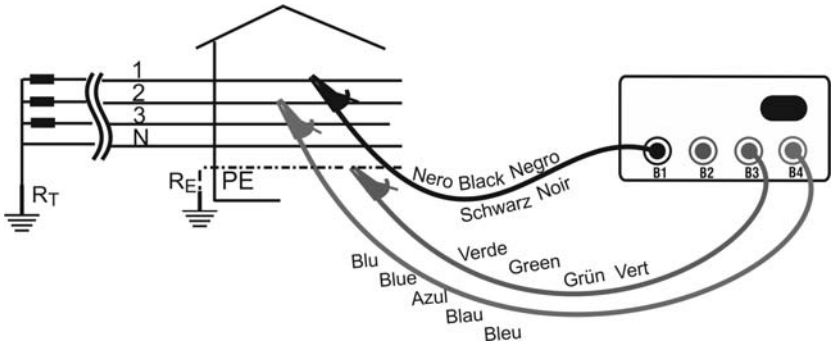

Fig. 9: Collegamento strumento per misura dell'impedenza Fase-Fase
3. Inserire i coccodrilli sui conduttori del sistema trifase (vedere Fig. 9)